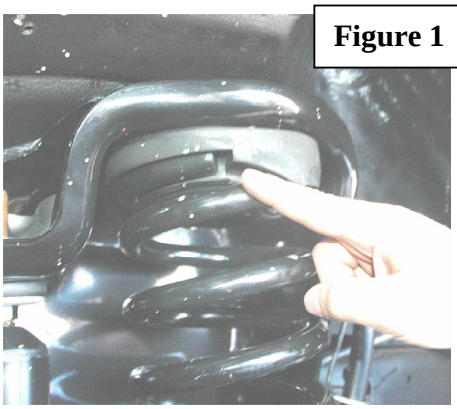

Figure 1
8. Using a floor jack, lower the axle to allow for the coil spring to be removed from the coil mount. Take notice of the position of the coil wraps on the top and bottom spring in the mount. **See Figure 1.** The new Rough Country coil with its progressive rate design built into the coil will be installed in the same position.